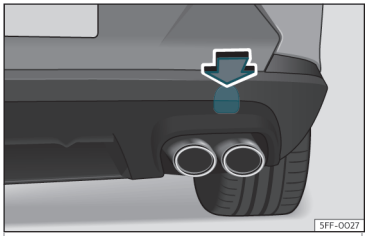

Fig. 45 En el lado derecho del paragolpes trasero: retirar la tapa.
El alojamiento de la argolla de remolque enroscable se encuentra en el lado derecho del paragolpes trasero detrás de una tapa ››› **fig. 45**.
- Presione sobre la zona superior de la tapa ››› **fig. 45** para desencastrarla.